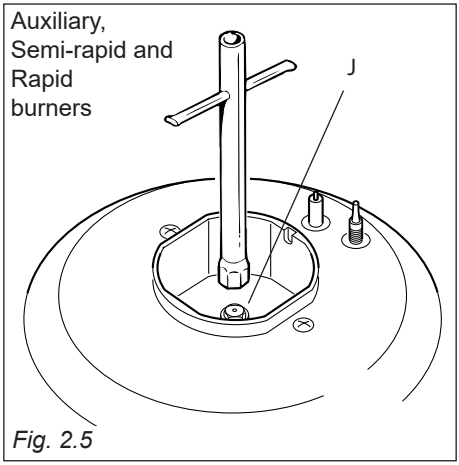

Fig. 2.5
- Using a wrench, substitute the nozzle injectors “**J**” (figs. 2.5, 2.6) with those most suitable for the kind of gas for which it is to be used.